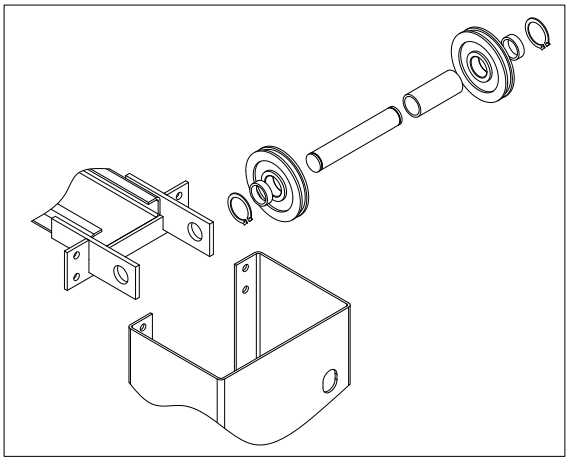

Abb. 34
• Verbinden Sie die Querträger mit beiden Säulen gemäss Abb. 34. Beachten Sie, dass sich der Endschalter in der Hauptsäule befindet.